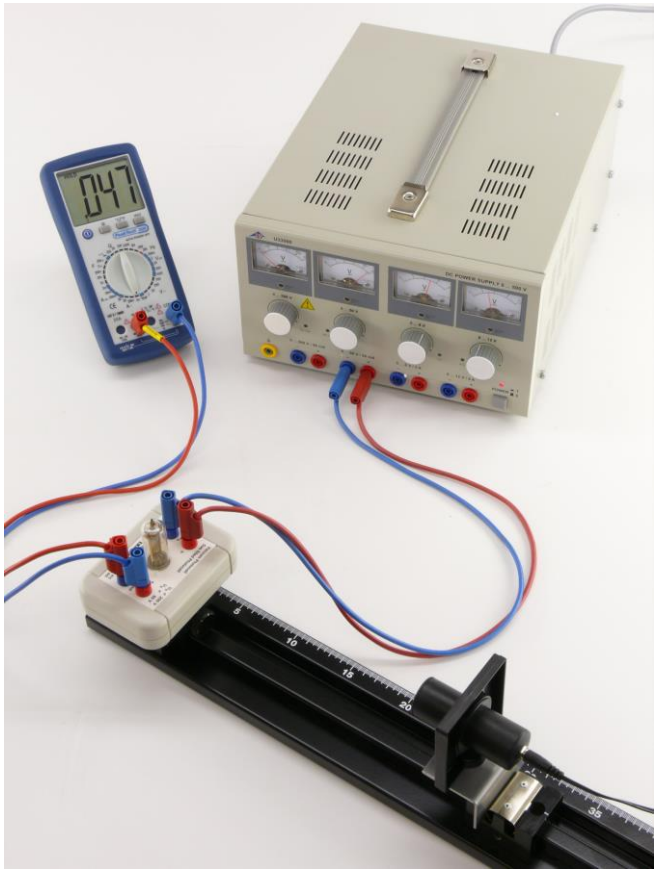

Fig. 2 Experimentieraufbau zum Nachweis des Fotoelektrischen Effekts
- Fotozelle in Stativmaterial oder auf einer Optischen Bank aufbauen (Fig. 2).